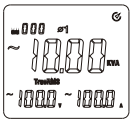

rys. 9-1
1) Naciśnij przycisk MENU, aby wybrać zakres "moc bierna (kWAr) + napięcie (V) + prąd (A)";
*W celu dokonania pomiaru mocy biernej całkowitej odbiornika 3-fazowego w czteroprzewodowym układzie obciążenia (patrz rysunek 9-1), wybierz przyciskiem SELECT fazę 1-szą.